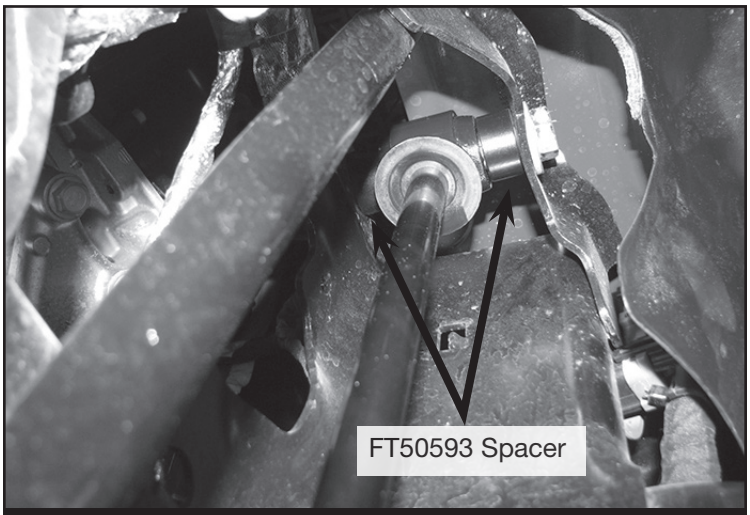

FIGURE 17 - STEP 17
17. **(Upper Shock Mount)** Locate FTS6349 (Stealth Shock) and install FT404739 (Sleeve) into each bushing. Next, Install the shock using (2) FT50593 (Spacer) on each side of the bushing using the factory hardware. **NOTE: If installing Dirt Logic shocks use the instructions provided in those boxes.** Torque to 100 ft-lbs. **SEE FIGURE 17**